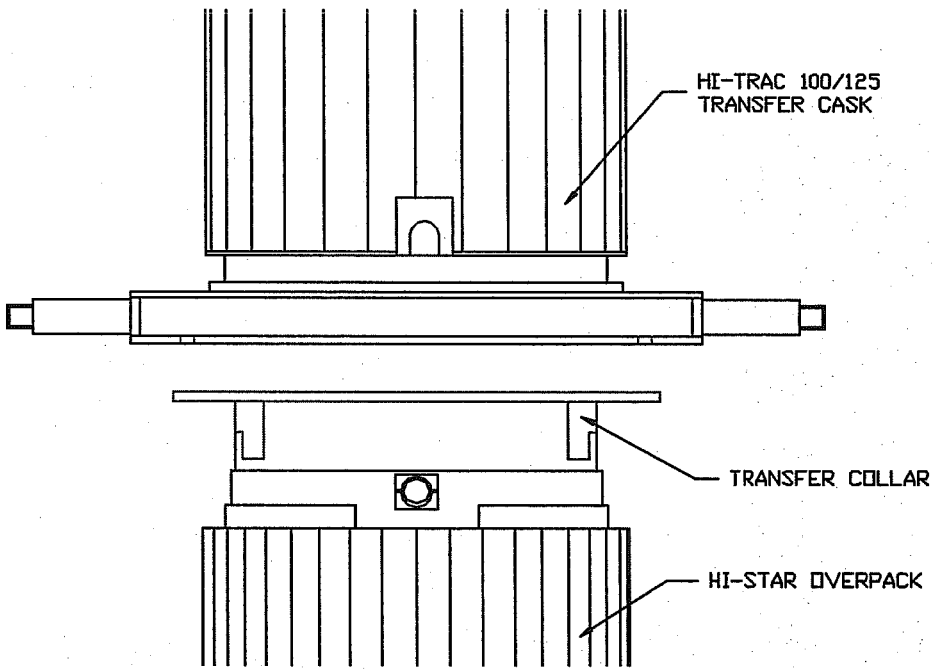
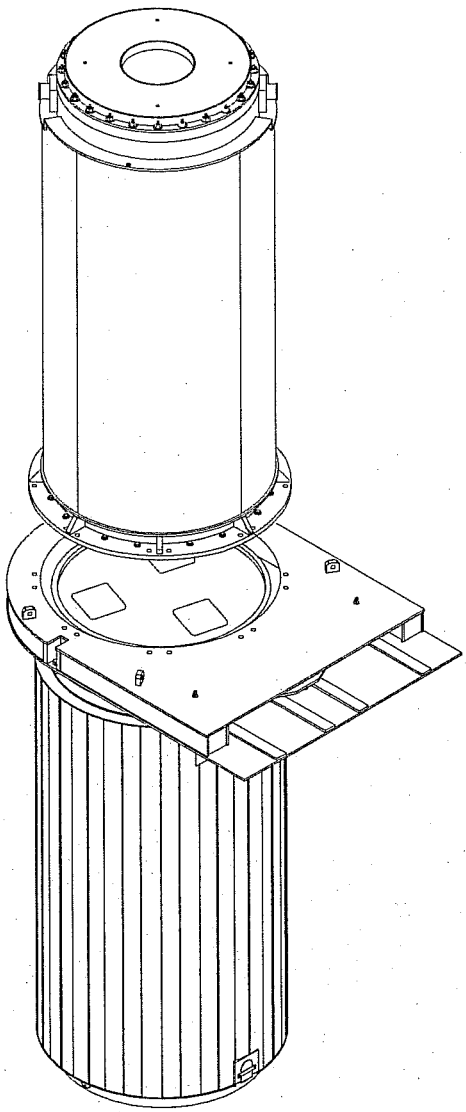

Figure 8.4.1a; HI-STAR and HI-TRAC Mating
Figure 8.4.1b; HI-STAR and HI-TRAC 100D/125D Mating
5. Install the HI-STAR transfer collar (or mating device with the pool lid for HI-TRAC 100D and 125D). See Figure 8.4.1a (or Figure 8.4.1b).